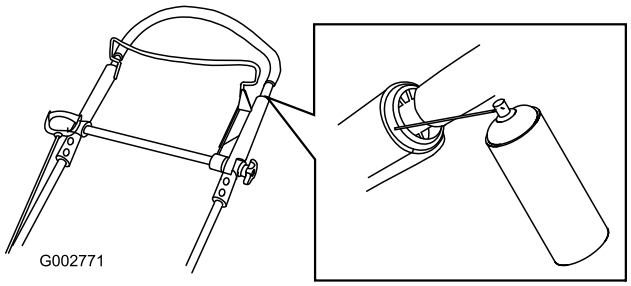

Figure 33
1. Spray the outer plastic end of the inner handle (Figure 33).